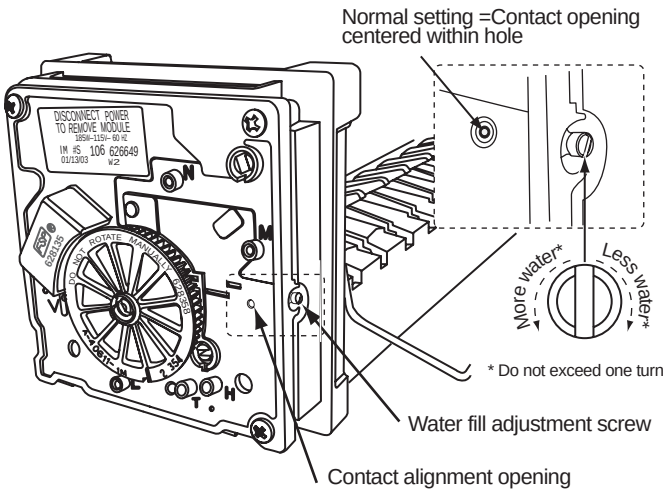

Figure 55. Water fill adjustment screw
5. Locate the screw and contact alignment opening shown in Figure 55.
6. Determine the position of the hole in the internal contact plate. *Do not adjust the water fill adjustment screw if the hole is centered within the housing hole*. See Figure 55.
7. To readjust the water fill level turn the adjustment screw clockwise or counterclockwise as required until the contact hole is centered in the module hole. See Figure 55.